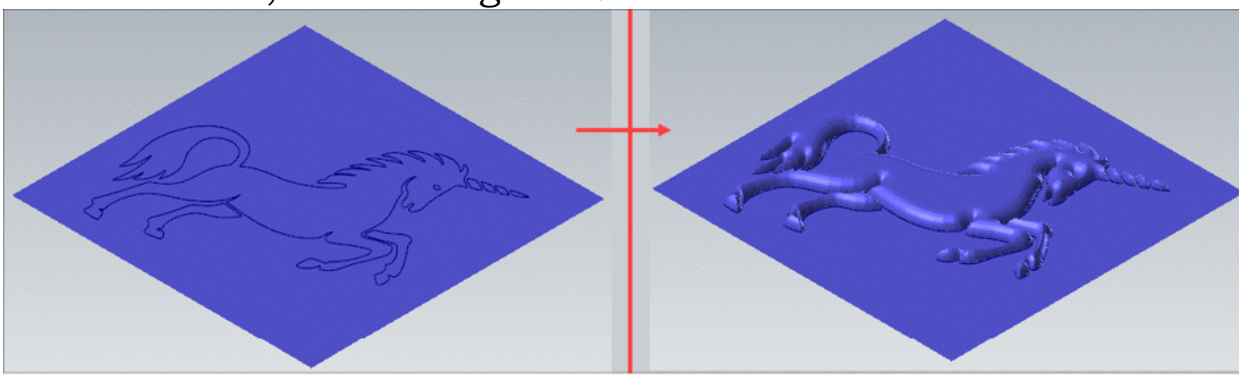

Figure-24. Using Add application style
- Select the **Add** option from the **Application Style** drop-down to create protruded surface using boundaries of selected curve chain; refer to Figure-24.